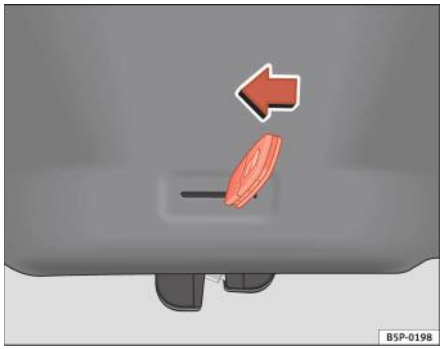

Fig. 65 Hayonul: deschidere de urgență
– Introduceți cheia în fantă şi descuiați sistemul de încuiere rotind cheia de la dreapta la stânga, conform săgeții ⇒ fig. 65. ■